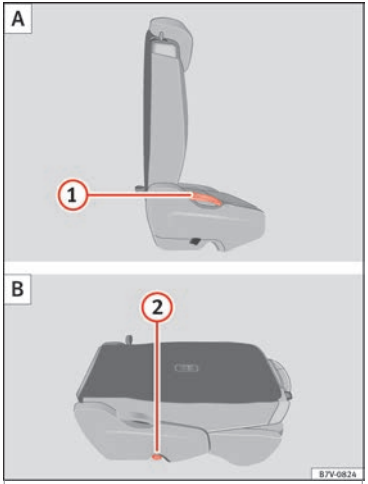

Fig. 162 Second row of seats: folding the rear seat A, rear seat as load space B.
- Pull lever ››› **Fig. 162** (1) back and fold the seat backrest forwards. The complete rear seat folds forward ››› ⚠.
- Fold the seat backrest forwards until it locks into the load surface position ››› **Fig. 162 B**.
- Pull lever ››› **Fig. 162** (1) upwards and place the seat backrests in vertical position. The entire seat folds backwards.